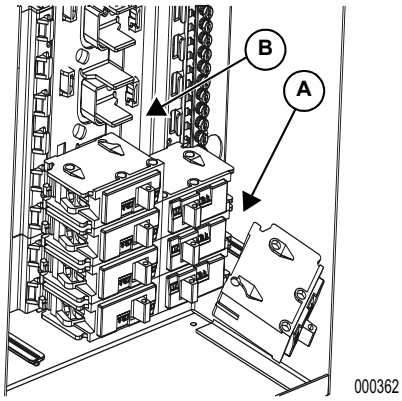

Figure 3-1. Installing Breakers
See ***Figure 3-1***. Insert the tab on the breaker (A) into the hook on the bus (B). Push the breaker into the bus until it snaps into place.